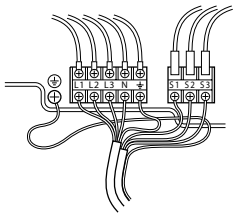

Fig. 6-2
6.1. Außenanlage (Fig. 6-1, Fig. 6-2)
① Die Bedienungsplatte abnehmen.
② Die Kabel gemäß der Fig. 6-1 und der Fig. 6-2 verdrahten.